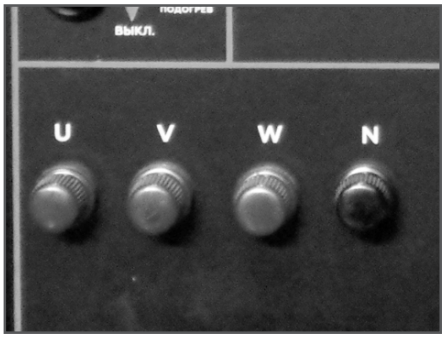

Рис.13 Клеммы DG10000E-3
1. Между клеммами U/N,V/N, W/N (Рис. 13) — напряжение 230 В.